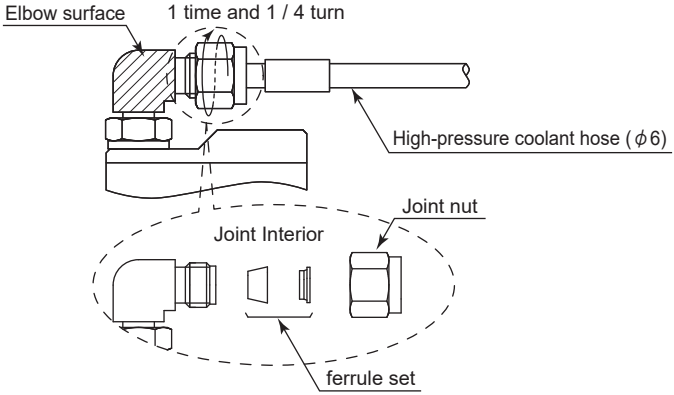

Fig. 22
(2) Fit an adjustable wrench on the elbow surface (shaded area) of the high-pressure coolant fitting to hold it in place, and use another adjustable wrench to tighten the joint nut 1 - 1 / 4 turns. (Fig. 22)